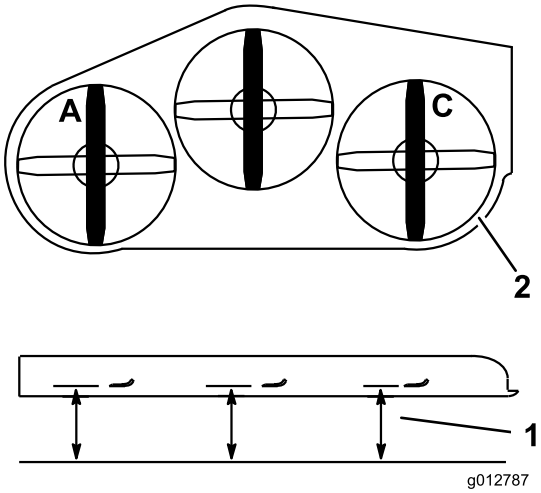

Figure 84
1. Tournez la lame gauche dans le sens longitudinal (Figure 84).
2. Mesurez et notez la distance au point **A** entre la surface plane et le tranchant de la pointe de la lame gauche (Figure 84).
3. Tournez la lame droite dans le sens longitudinal (Figure 84).
4. Mesurez et notez la distance au point **C** entre la surface plane et le tranchant de la pointe de la lame droite (Figure 84).
2. Tournez la lame gauche dans le sens longitudinal (Figure 84).
3. Mesurez et notez la distance au point **A** entre la surface plane et le tranchant de la pointe de la lame gauche (Figure 84).
4. Tournez la lame droite dans le sens longitudinal (Figure 84).
5. Mesurez et notez la distance au point **C** entre la surface plane et le tranchant de la pointe de la lame droite (Figure 84).